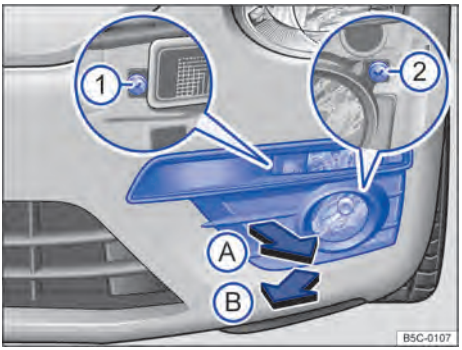
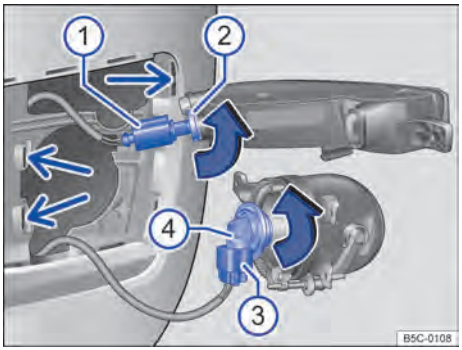

Fig. 181 No para-choque dianteiro à esquerda: desinstalar o farol.
Fig. 182 Substituir a lâmpada incandescente do farol.
Lanterna dianteira dos indicadores de direção ⇒ Fig. 182 ②	**Farol de neblina / farol direcional ④**
2.	Puxar a cobertura, começando de dentro, nas lamelas, para a frente até que as travas se soltem ⇒ Fig. 181 (seta Ⓐ).
4.	Desaparafusar os parafusos de fixação ① e ② com a chave de fenda das ferramentas de bordo ⇒ Página 285.
5.	Rebater a lanterna um pouco para frente e retirar dos apoios laterais ⇒ Fig. 182 (seta pequena).
6.	Destravar e retirar o conector ①.	Destravar e retirar o conector ③.
7.	Girar o suporte da lâmpada ② no sentido da seta até o batente para a esquerda e retirar para trás com a lâmpada incandescente.	Girar o suporte da lâmpada ④ no sentido da seta até o batente para a esquerda e retirar para trás com a lâmpada incandescente.
10.	Encaixar o conector ① no suporte da lâmpada ②. O conector precisa encaixar audivelmente.	Encaixar o conector ③ no suporte da lâmpada ④. O conector precisa encaixar audivelmente.
11.	Encaixar a lanterna nos apoios ⇒ Fig. 182 (setas pequenas) e rebater para trás.
12.	Apertar os parafusos de fixação ⇒ Fig. 181 ① e ② com a chave de fenda.